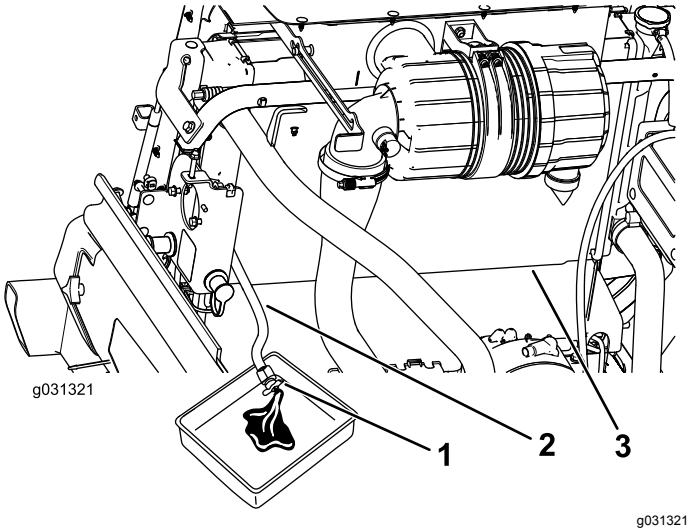

Figur 124
3. Placer kølerdrænslangen i drænbakken, åbn aftapningsventilen på kølerslangen og dræn væske ned i en drænbakke (Figur 124).
4. Luk ventilen på kølerdrænslangen (Figur 124).